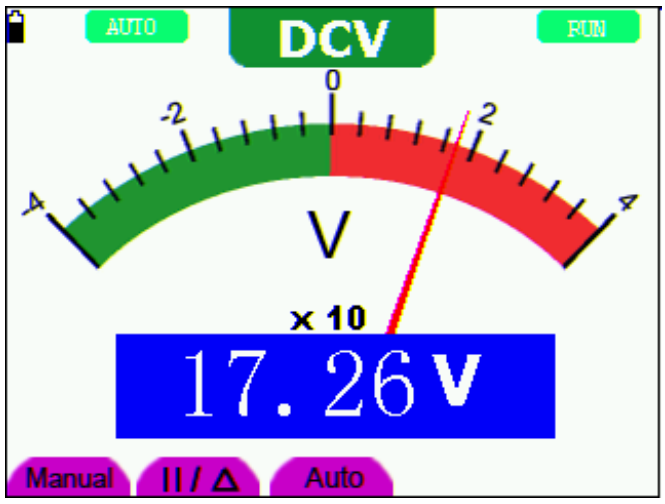

图 23：直流电压测量界面
3. 将红色和黑色表笔连接到被测点。屏幕将显示被测点的直流电压值。见图 23：